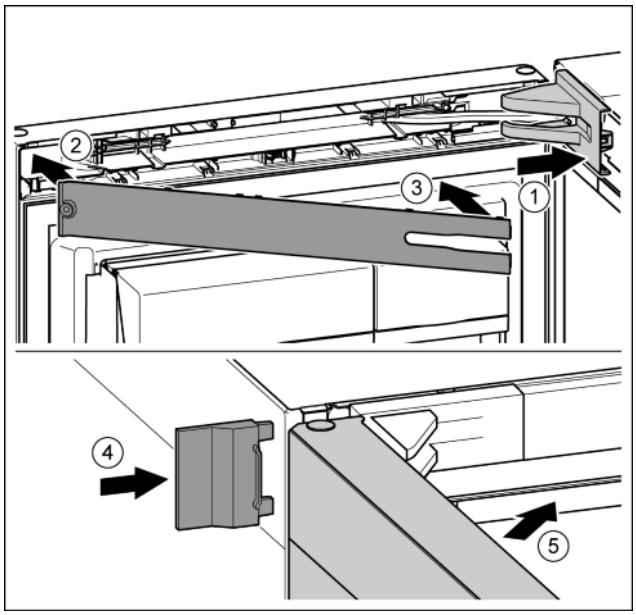

Fig. 23
- ▶ Poser et enclencher le cache du support de palier, l'introduire en appuyant délicatement. *Fig. 23 (1)*
- ▶ Poser le cache. *Fig. 23 (2)*
- ▶ Incliner le cache et l'enclencher. *Fig. 23 (3)*
- ▶ Enfiler le cache extérieur. *Fig. 23 (4)*
- ▶ Fermer la porte supérieure. *Fig. 23 (5)*